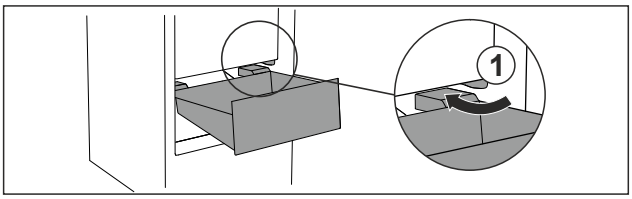

Fig. 106
- ▶ Обойдите стопор *Fig. 106 (1)* выдвижного ящика под наклоном.